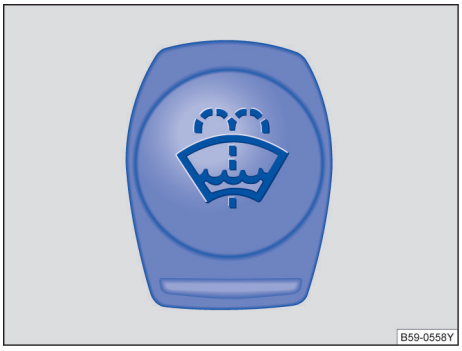

图 154 发动机舱内：风窗清洗液容器盖
– 车窗玻璃清洗液储液罐可通过盖子上的符号 识别 →图 154。